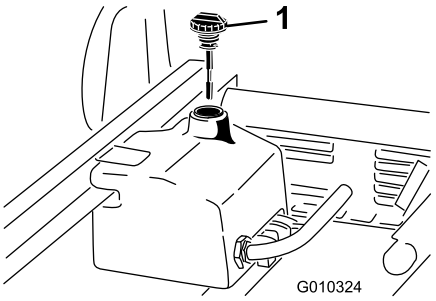

Figur 20
1. Rengør området omkring påfyldningshalsen og hydrauliktankens dæksel (Figur 20).
3. Fjern målepinden (Figur 20) fra påfyldningsstudsen, og tør den af med en ren klud.